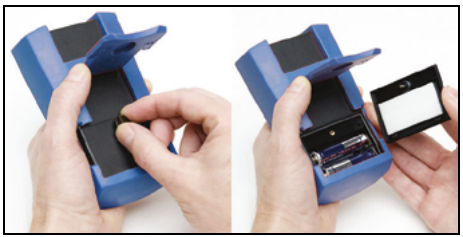

**Bild 3: Öffnen des Batteriefachs auf der Geräterückseite**
- Nach dem Lösen der Rändelschraube auf der Geräterückseite (Bild 3, links) kann der Deckel des Batteriefachs abgenommen werden (Bild 3, rechts).